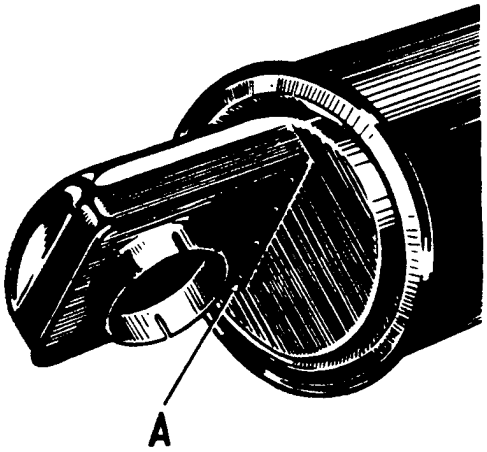

FIG. 1.
NOTE: Figs. 1 & 2 illustrate the air silencer before and after modification and are given as a means of guidance to Retailers when carrying out the following instructions.
2. Lay the assembly on its back upon a bench, i.e. with the air intake orifice uppermost, and drill away the spot welding at the rear end of the cover plate (points 'A' Fig.1) using a flat nose 1/4" drill. (N.B. Care should be taken to ensure that the drill does NOT penetrate the supporting strip BELOW the cover plate.)